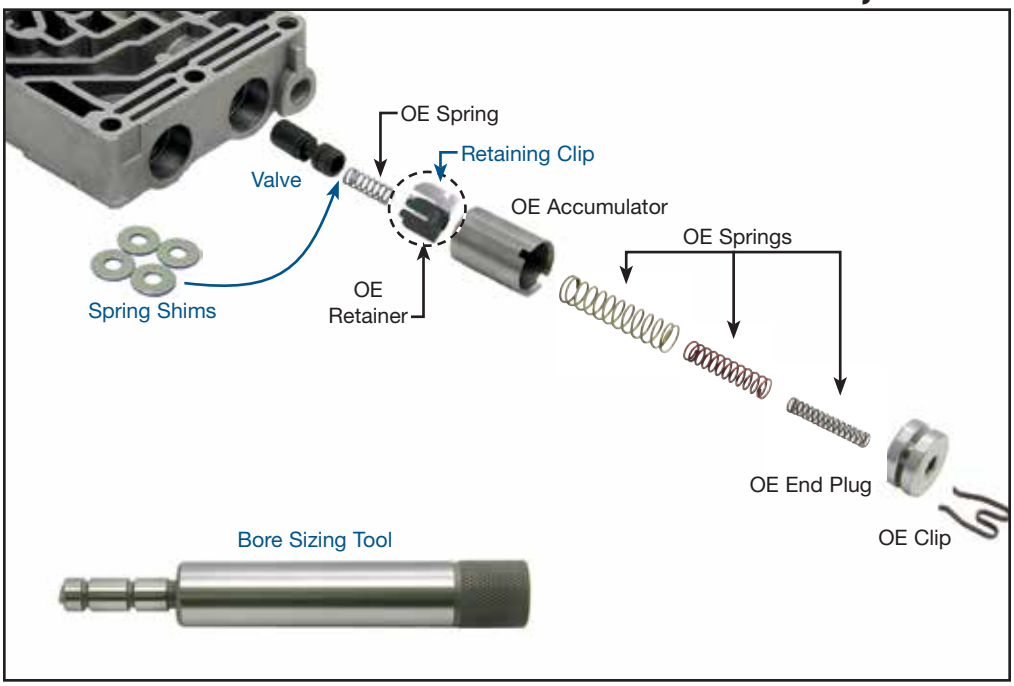

Figure 1
a. Install the recommended Sonnax valve (**Figure 1**).